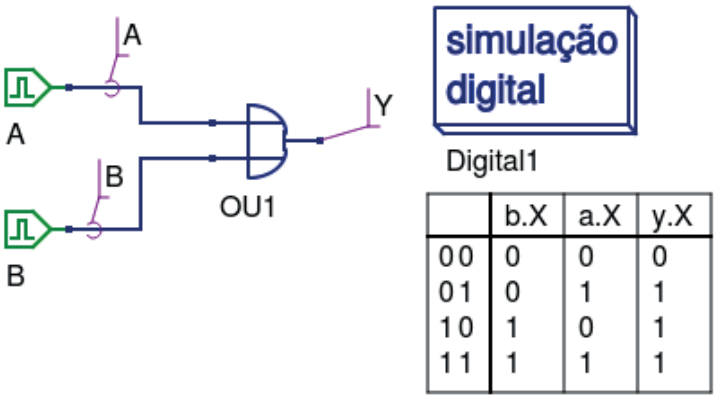

Figura 3.48 – Simulação da porta OU no Qucs.
28. Utilizando o software de simulação Qucs, simule a porta OU (OR) e construa a tabela verdade de acordo com a figura 3.48. Compare os dados da tabela do Qucs com a tabela 3.15.